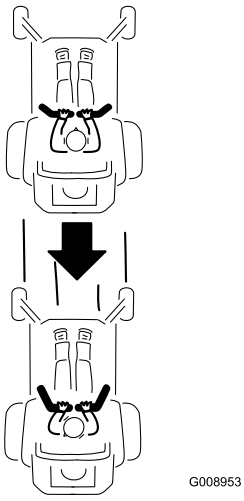

Figur 18
2. För att köra bakåt ser du efter bakom dig samtidigt som du långsamt för rörelsereglagespakarna bakåt (Figur 18).
Du kör rakt genom att trycka lika mycket på båda rörelsereglagespakarna (Figur 18).